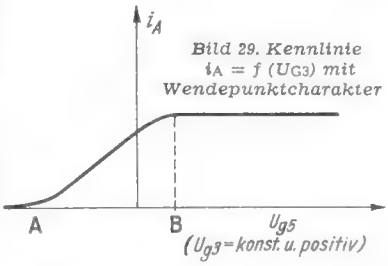

Bild 29. Kennlinie $i_A = f(U_{G3})$ mit Wendepunktcharakter
1. Die Kennlinie wird in diesem Gebiet möglichst linearisiert. Dies ist durch variable Steigung der beiden Steuergitter G_3 und G_5 zu verwirklichen, so daß eine Kennlinie im Gebiet von A...B mit Wendepunktcharakter entsteht (Bild 29). Der Arbeitspunkt beider Gitter ist auf diesen Wendepunkt zu legen (durch die Wahl der richtigen Gittervorspannung von G_3 und G_5; ca. 4 Volt).